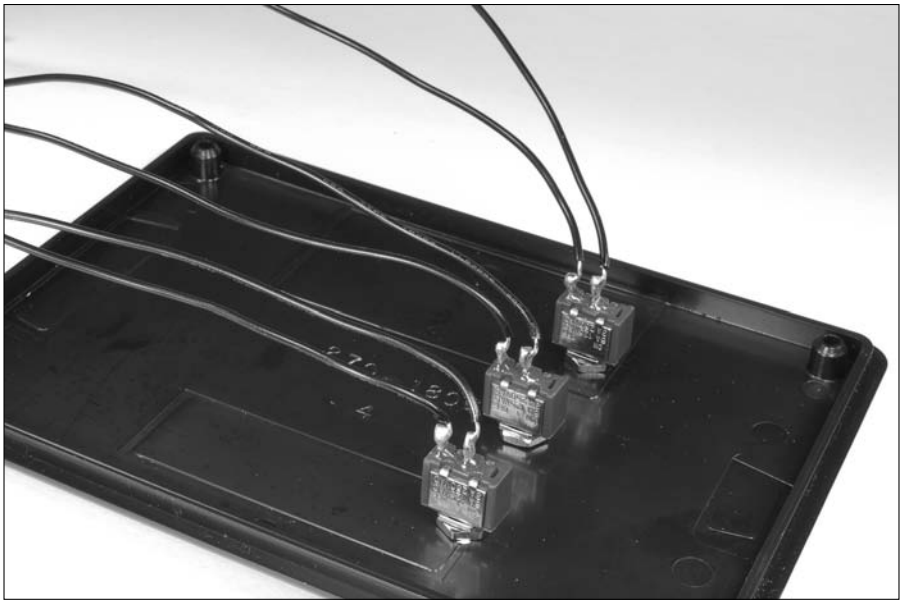

Figure 13-16: Wires soldered to the speed, horn, and start/stop switches.
5. **Solder 6" wires to each of the two lugs on each of the three switches mounted on the cover, as shown in Figure 13-16.**